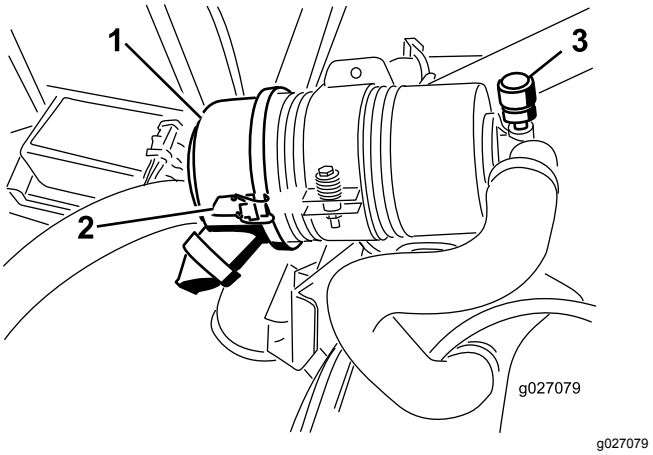

Figur 52
Efterse kun luftfilteret, når serviceindikatoren viser, at det er nødvendigt (Figur 52). Hvis du udskifter luftfilteret, før det er nødvendigt, øger du blot risikoen for, at der kommer snavs ind i motoren, når filteret afmonteres.
2. Åbn låsene, der fastgør luftfilterdækslet til luftfilterhuset (Figur 52).